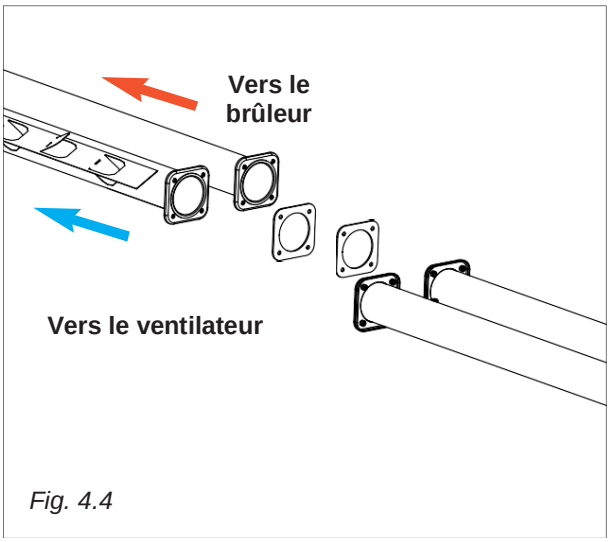

Fig. 4.4
2) **Seulement pour RBT -9 SA et RBT -12 SA** : raccorder les tubes radiants appropriés en vissant les brides à l'aide du kit de vis, rondelles et écrous. 8x M8*25. Ne pas oublier de placer le joint entre les brides, comme le montre la Fig. 4.4.